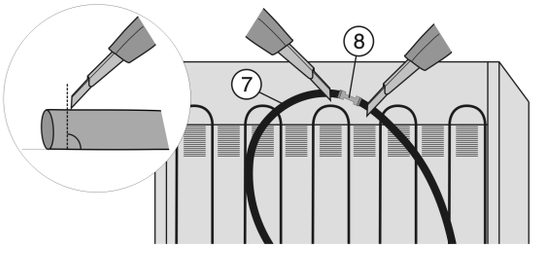

*Fig. 36*
- ▶ Slice open the water hose *Fig. 36 (7)* located behind the appliance both in front of and behind the connector *Fig. 36 (8)* (90° to direction of hose).